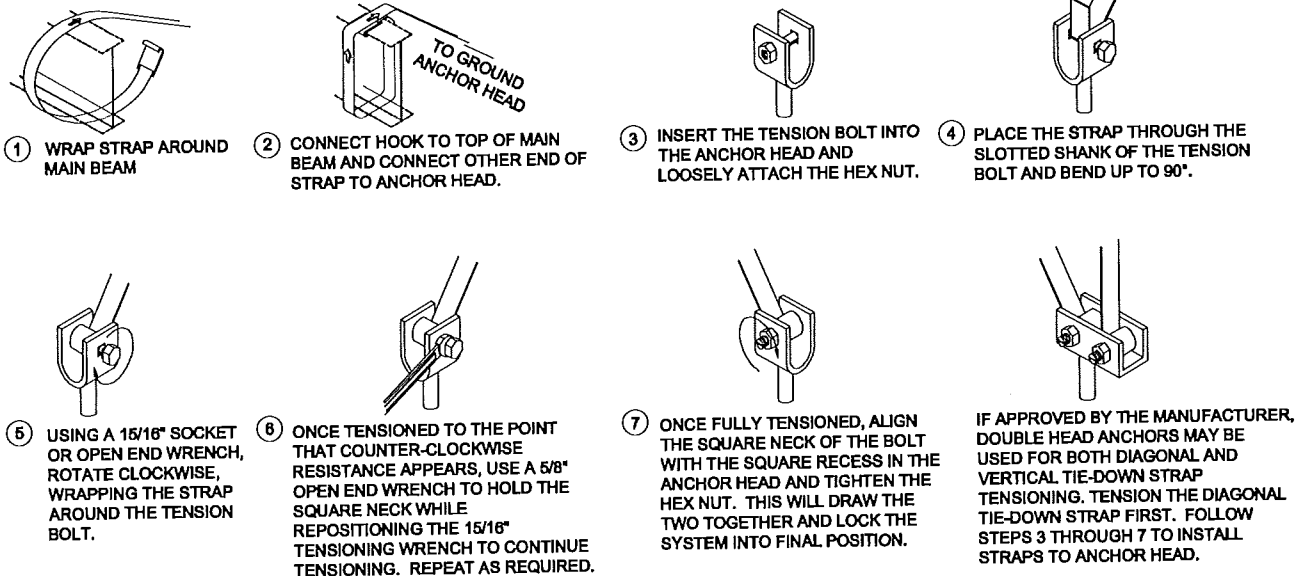

Figure 61. *Procedure for connecting the strap to frame and anchor*
2. **Connect strap to anchor.** Connect the other end of the strap to the split bolt in the anchor. Leave enough strap length to be able to make three complete turns,or minimum required per manufacturer's installation instructions, around the bolt before it becomes tight (approximately 2-1/2 inches per turn or 13 inches total). Fewer than three turns, or required per manufacturer's installation instructions, and the strap may not hold onto the bolt when force is applied. Conversely, too many turns may not fit within the U-channel of the anchor head. Follow the procedure outlined in **Figure 61**.